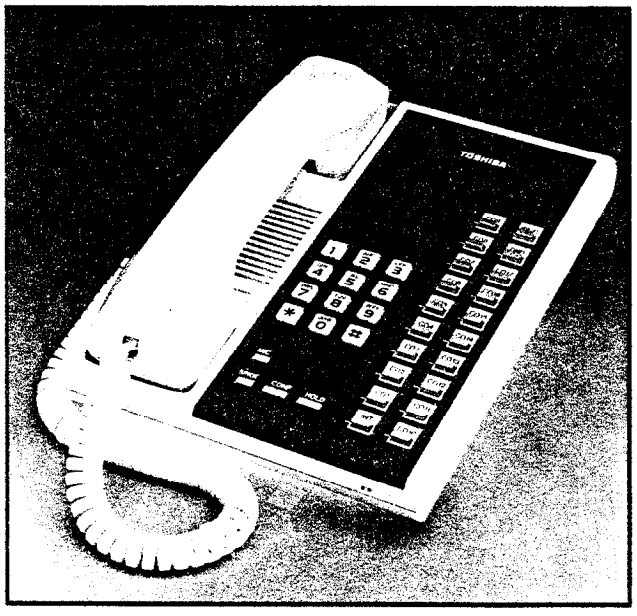

FIGURE 26 — 20-key EKT
- 20-key EKT (Figure 26), available as speakerphone or HFU.